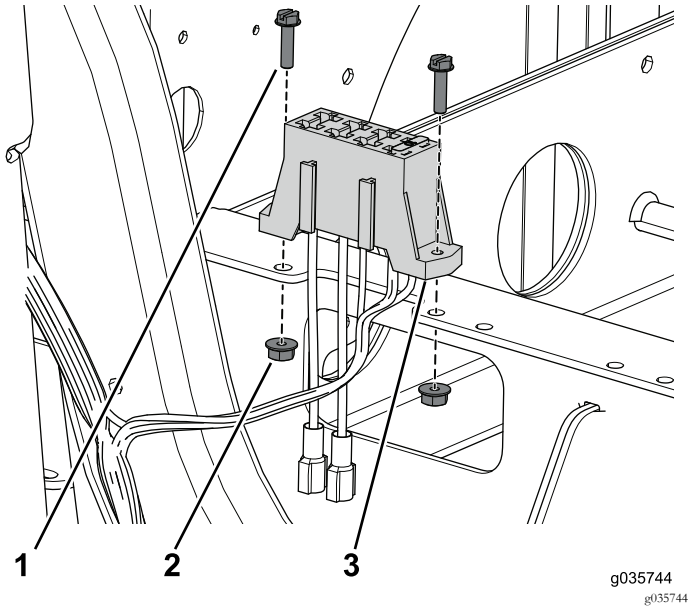

Figur 83
3. Brug de to skruer og møtrikker, der fastgør sikringsblokken til den forreste batteribakke (Figur 83).